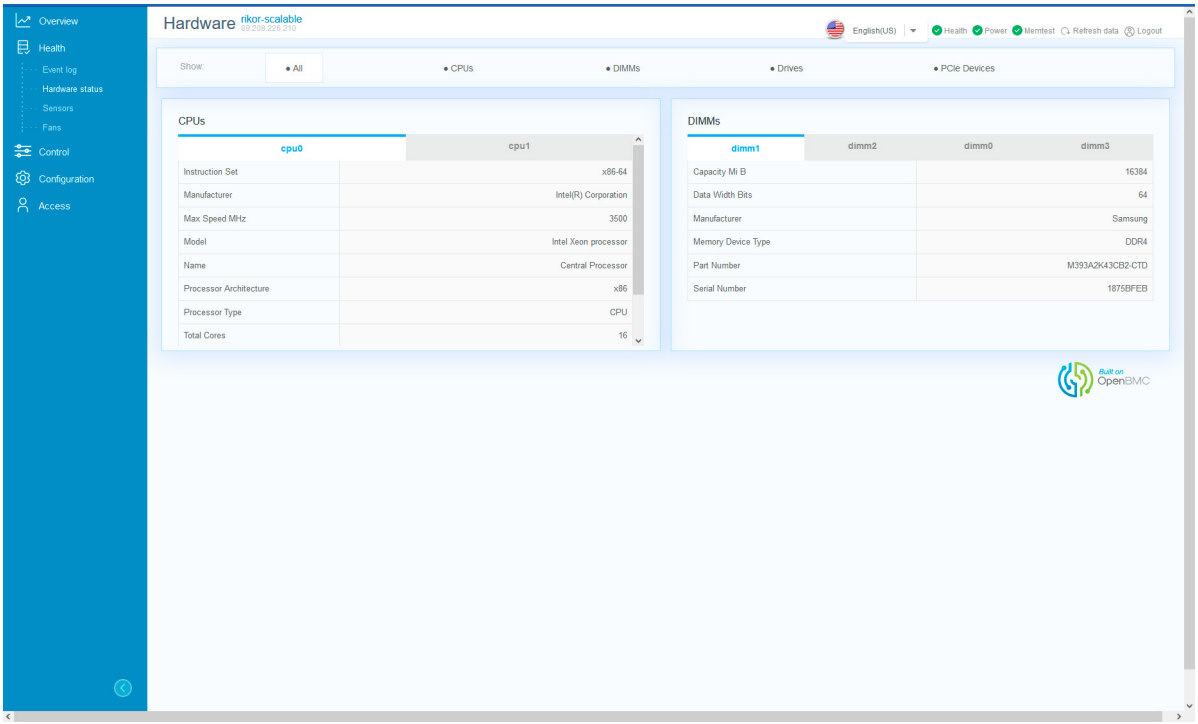

Рис. 79. Окно «Hardware status»
3) Пройдите во вкладку «Health» → «Hardware status» в данной вкладке отображается состояние комплектующих установленных в сервер. В поле «Show» произведите фильтрацию комплектующих для отображения состояния комплектующих. Окно показано на рис. 79 Окно «Hardware status»